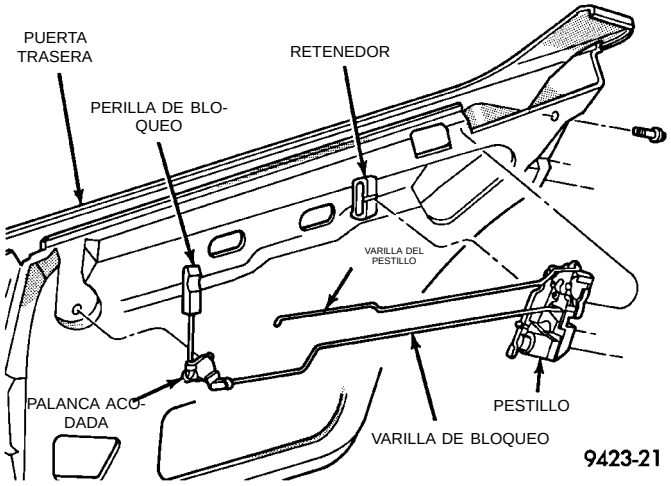

Fig. 49 Pestillo de la puerta trasera
(1) Retire el panel tapizado de la puerta y el protector contra el agua.
(2) Cierre el cristal de la puerta.
(3) Desconecte las varillas de bloqueo y del pestillo del pestillo de la puerta.
(4) Desacople el conector del cable del motor de cerradura de puerta automática, si el vehículo la tiene instalada.
(5) Retire los tornillos que fijan el pestillo al marco del extremo de la puerta (Fig. 49).
(6) Separe del vehículo el pestillo de la puerta.